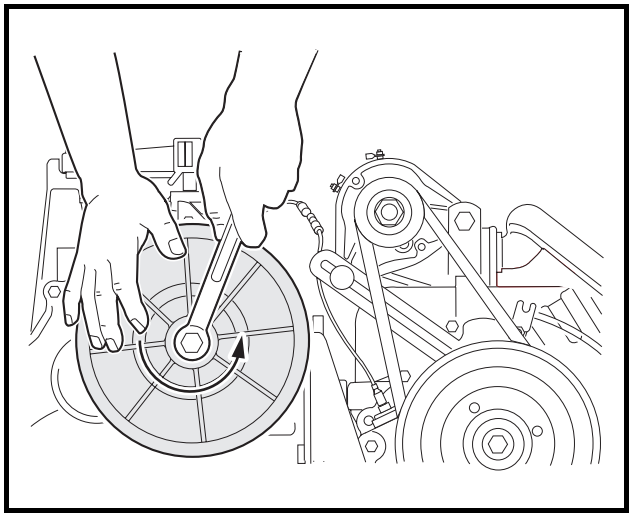

Figure 16-30 Driven Clutch
18. Remove the driven clutch retaining bolt and remove the driven clutch from the unitized transaxle **(Figure 16-30, Page 16-13)**.